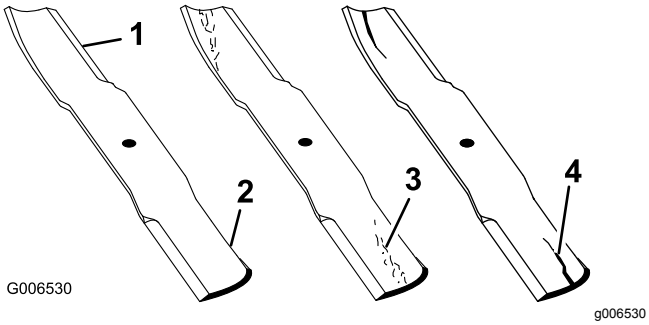

Figura 98
1. Inspeccione los filos de corte (Figura 98).
4. Si observa fisuras, desgaste o la formación de una ranura en esta zona, instale de inmediato una cuchilla nueva (Figura 98).